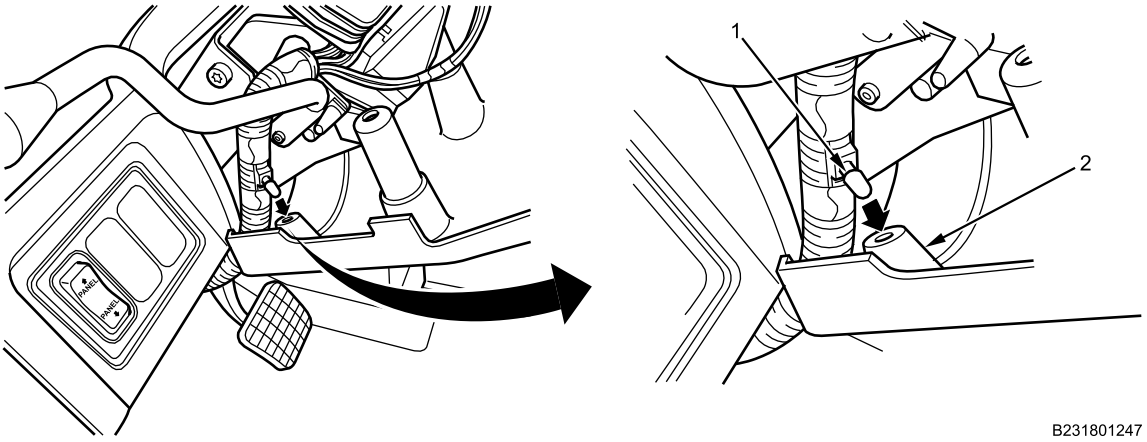

Figure 5. Steering Column Cover Wiring Harness Retainer.
1. Connect steering wheel wiring harness retainer (Figure 5, Item 1) on steering column cover lower section (Figure 5, Item 2).